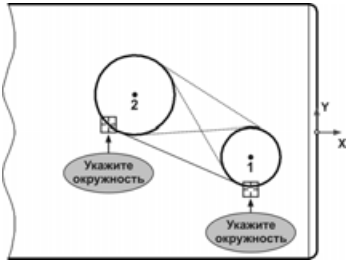

Рис. 5.197
- В ответ на запросы системы, последовательно укажите любые точки обеих окружностей. Поскольку к двум окружностям можно провести четыре касательных отрезка, система предлагает в виде фантомов все варианты касания. Текущий вариант оформлен сплошной линией, а остальные — пунктирной (рис. 5.197).